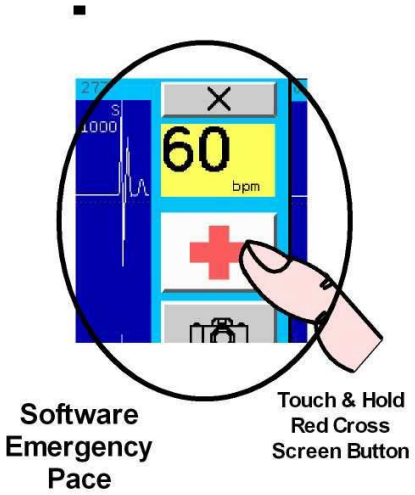

**Figura 8 Marcación de Pasos de Emergencia**
- Presione el botón de Marcación de Pasos de Emergencia con la Cruz Roja en cualquier momento para iniciar la marcación de pasos de inmediato (Figura 8).